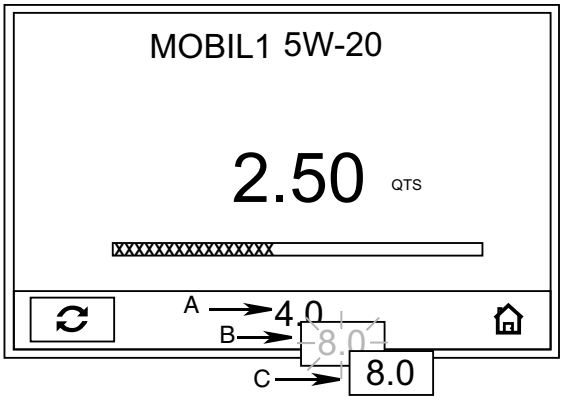

FIG. 23
Par exemple, en FIG. 23 (ci-dessous) la quantité préréglée à distribuer initiale (A) était de 4,0 pintes. La quantité a été augmentée à 8,0 quarts et, parce qu'elle n'a pas été confirmée, elle clignote à l'écran (B). Une fois ce changement confirmé par l'utilisateur en appuyant sur le bouton ENTREE du milieu du clavier, la nouvelle quantité à distribuer ne clignote plus et est maintenant configurée à 8,0 quarts (C).